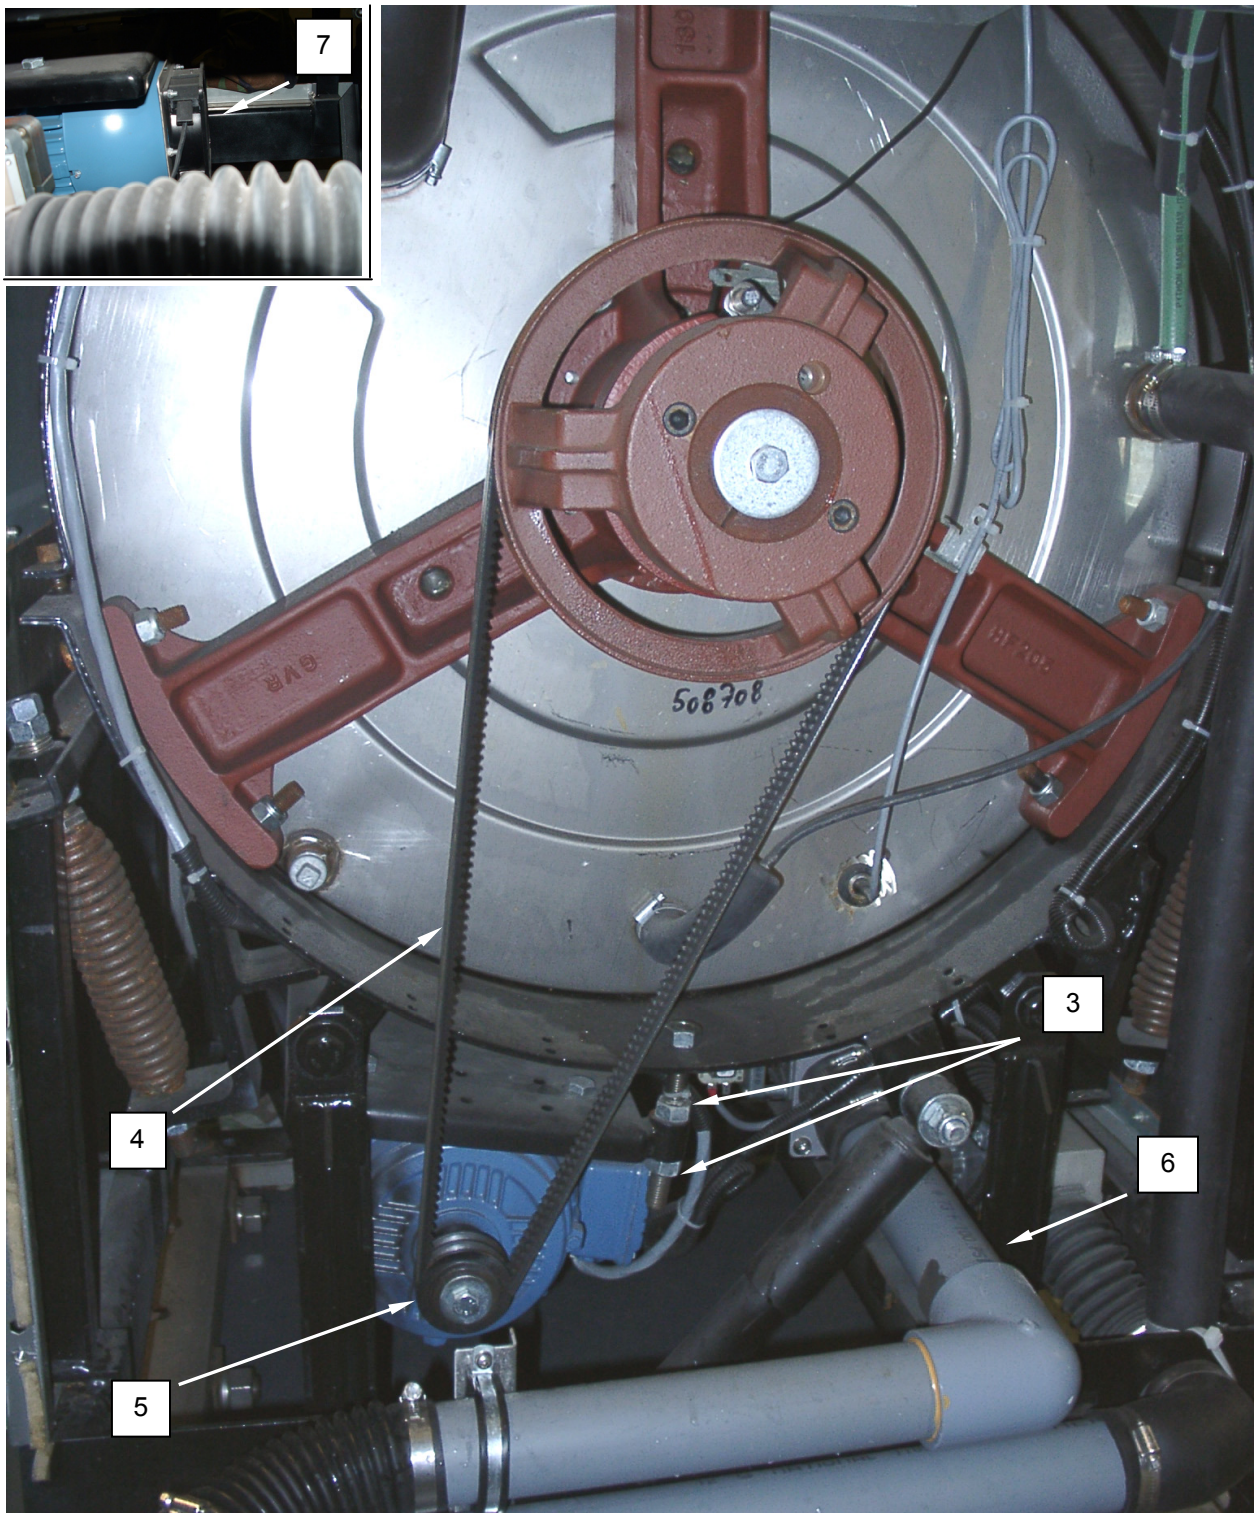

Figure 2. Replace the Washer Motor.
2. Adjust and tighten locknuts **(Figure 2, Item 3)** on adjustment bolt as necessary to relieve tension on belt.
3. Remove belt **(Figure 2, Item 4)** from pulley **(Figure 2, Item 5)**.
4. Remove the reuse drain line **(Figure 2, Item 6)** from the reuse drain valve.
5. Disconnect motor fan **(Figure 2, Item 7)** leads.